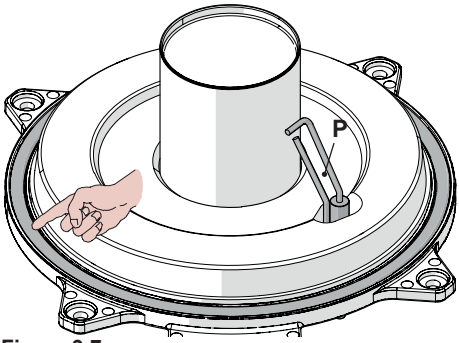

Figura 9.7
- La guarnizione in silicone della parete frontale della camera di combustione Figura 9.7 deve essere cambiata se deteriorata.
- L'elettrodo di accensione/rilevazione **P** in Figura 9.7 funge anche da sensore per il corretto scarico della condensa.